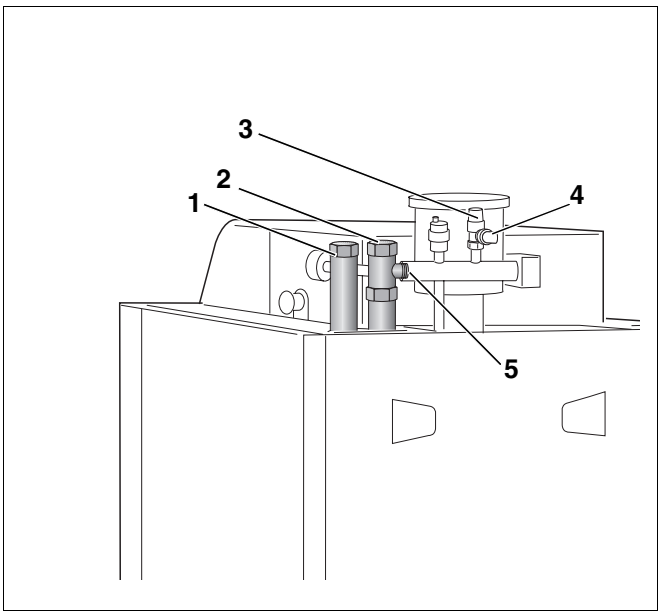

Bild 20 Rückansicht des Heizkessels Logano SB105
- Vorlauf des Heizungssystems an den Vorlauf Heizkessel = VK (Bild 20, **Pos. 1**) spannungsfrei anschließen.
- Beim Logano SB105 müssen Sie zuerst das Rücklaufrohr (Bild 20, **Pos. 2**) montieren. Das Rücklaufrohr wird in einer separaten Verpackungseinheit geliefert.
- Rücklauf des Heizungssystems an den Rücklauf Heizkessel = RK (Bild 20, **Pos. 2**) spannungsfrei anschließen.
- An den MAG-Anschluss (Bild 20, **Pos. 5**) können Sie bauseitig ein Membranausdehnungsgefäß montieren.